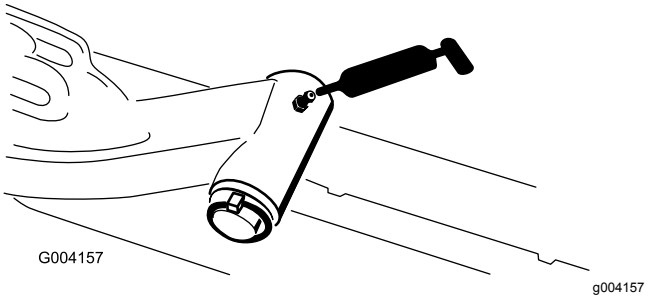

**Figur 78**
- Løftearmenes drejeaksel (1 hver) (Figur 78)